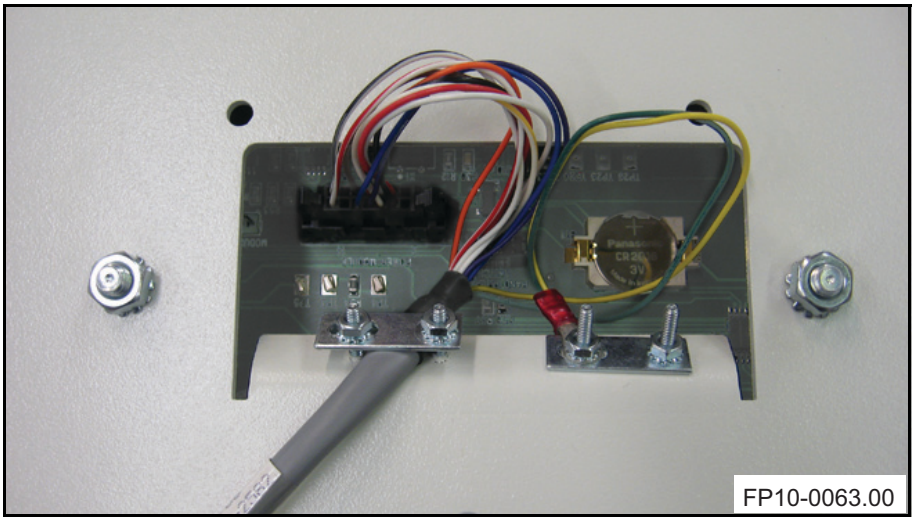

Figure 2-28. Communication cable connected to the back of the operator's Control Console.
2. Connect the communication cable to the control console as shown in Figure 2-28.